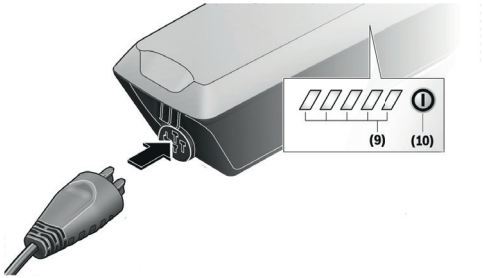

Abbildung 32 : Ladegerätestecker in die Ladebuchse am Akku stecken.
4. Stecken Sie den Ladestecker **31** des Ladegeräts in die Buchse (siehe Abbildung 32) am Akku.